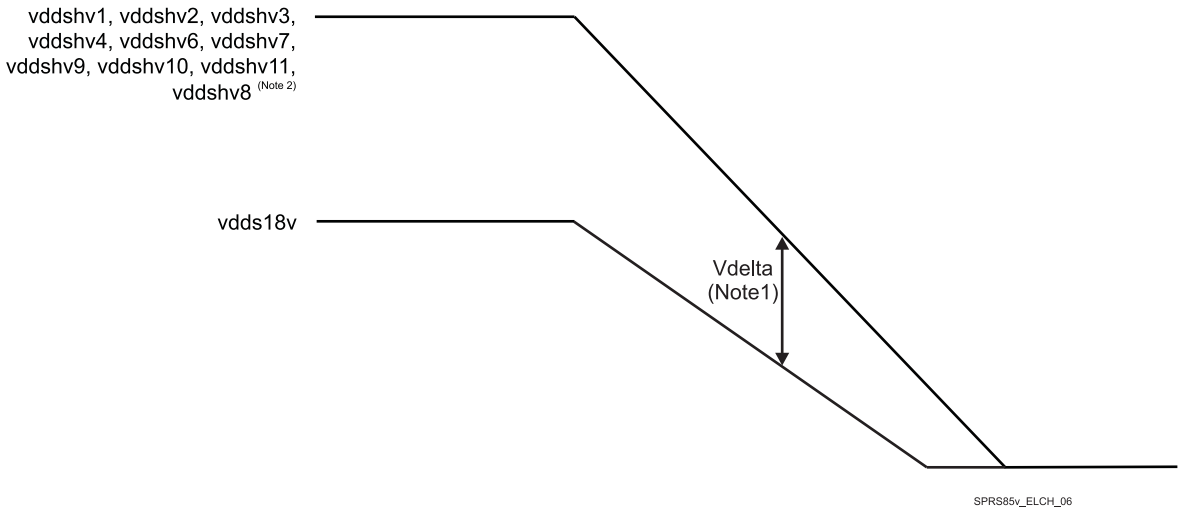
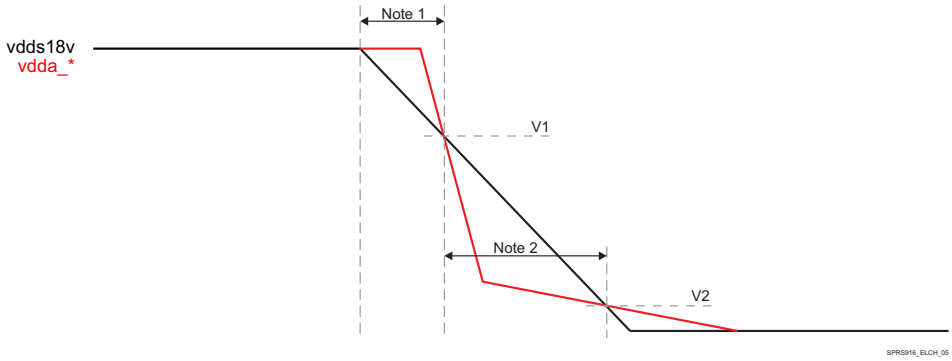
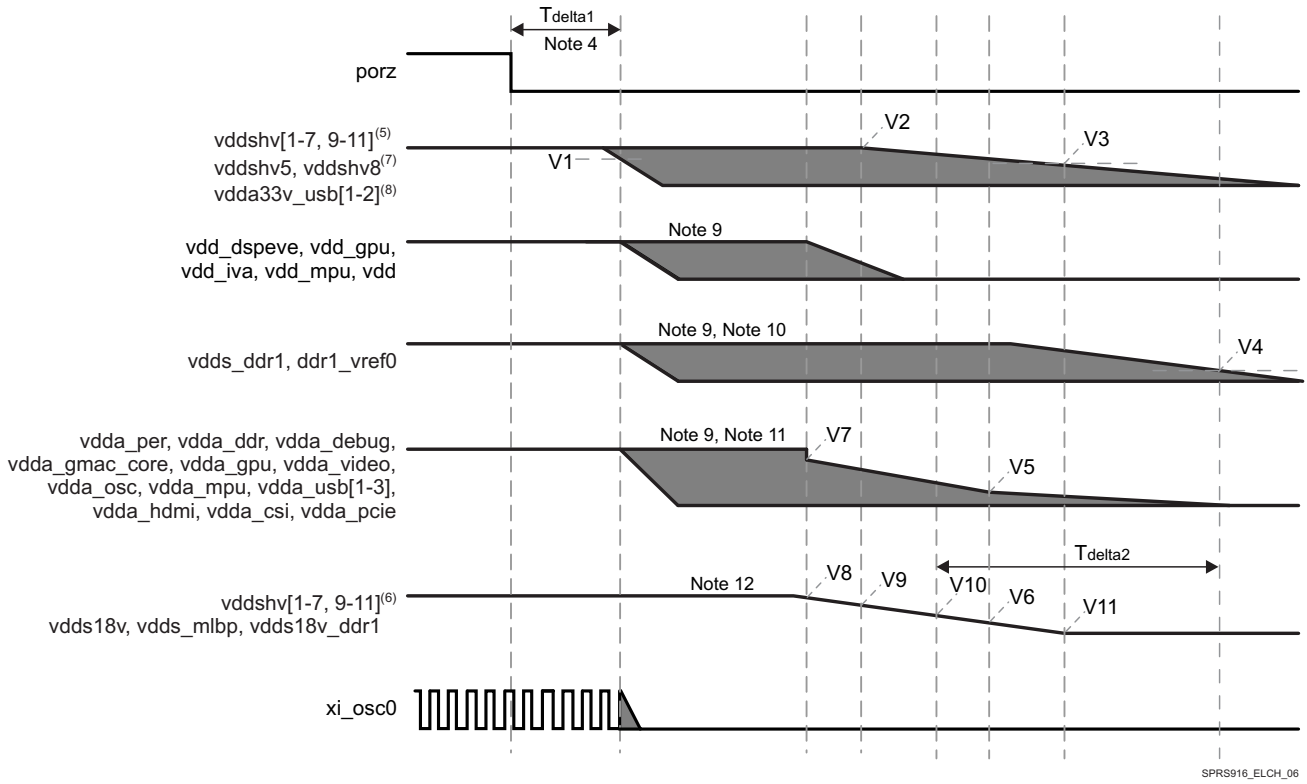

Figure 5-7. vdds18v versus vddshv[1-7, 9-11] Discharge Relationship
Figure 5-9. vdds18v and vdda_* Discharge Relationship(3)
Figure 5-10. Abrupt Power-Down Sequencing(1)
- must not exceed vdds18v by more than 2 V during ramp down, see Figure 5-9 “vdds18v and vdda_* Discharge Relationship”.
(6) vddshv* domains supplied by 1.8 V:
(7) vddshv8 domain:
(8) vdda_* domains:
- must satisfy the vdds18v and vdda_* Discharge Relationship (see Figure 5-9) if vdda_* disable point is later or discharge rate is slower than vdds18v.
(9) vdda33v_usb* domains:
(10) vdd_dspeve, vdd_gpu, vdd_iva, vdd_mpu domains can ramp down before or concurrently with vdd.
(11) vdd can ramp down concurrently or after with vdd_dspeve, vdd_gpu, vdd_iva, vdd_mpu domains.
(12) vdds_ddr* domains:
(13) vdds18v domain:
- must satisfy the vdds18v versus vddshv[1-7, 9-11] Discharge Relationship (see Figure 5-7) if vddshv* is operating at 3.3 V
Figure 5-7 describes vddshv[1-7,9-11] supplies falling before vdds18v supplies delta.
Figure 5-7 through Figure 5-10 and associated notes described the device abrupt power down sequence.
A ”loss of input power event” occurs when the system’s input power is unexpectedly removed. Normally, the recommended power-down sequence should be followed and can be accomplished within 1.5-2 ms of elapsed time. This is the typical range of elapsed time available following a loss of power event, see Section 7.3.7 for design recommendations. If sufficient elapse time is not provided, then an “abrupt” power down sequence can be supported without impacting POH reliability if all of the following conditions are met (Figure 5-10).